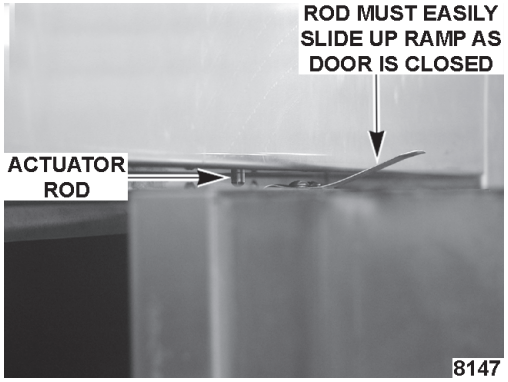

Fig. 8
A. When door switch actuator rod (Fig. 8) is in the down position (door open), the rod should extend 3/8" to 7/16" from the underside of the header and easily slide up ramp as door is closed (Fig. 8). Slide ramp should be positioned as shown below. If not, reform ramp as necessary.